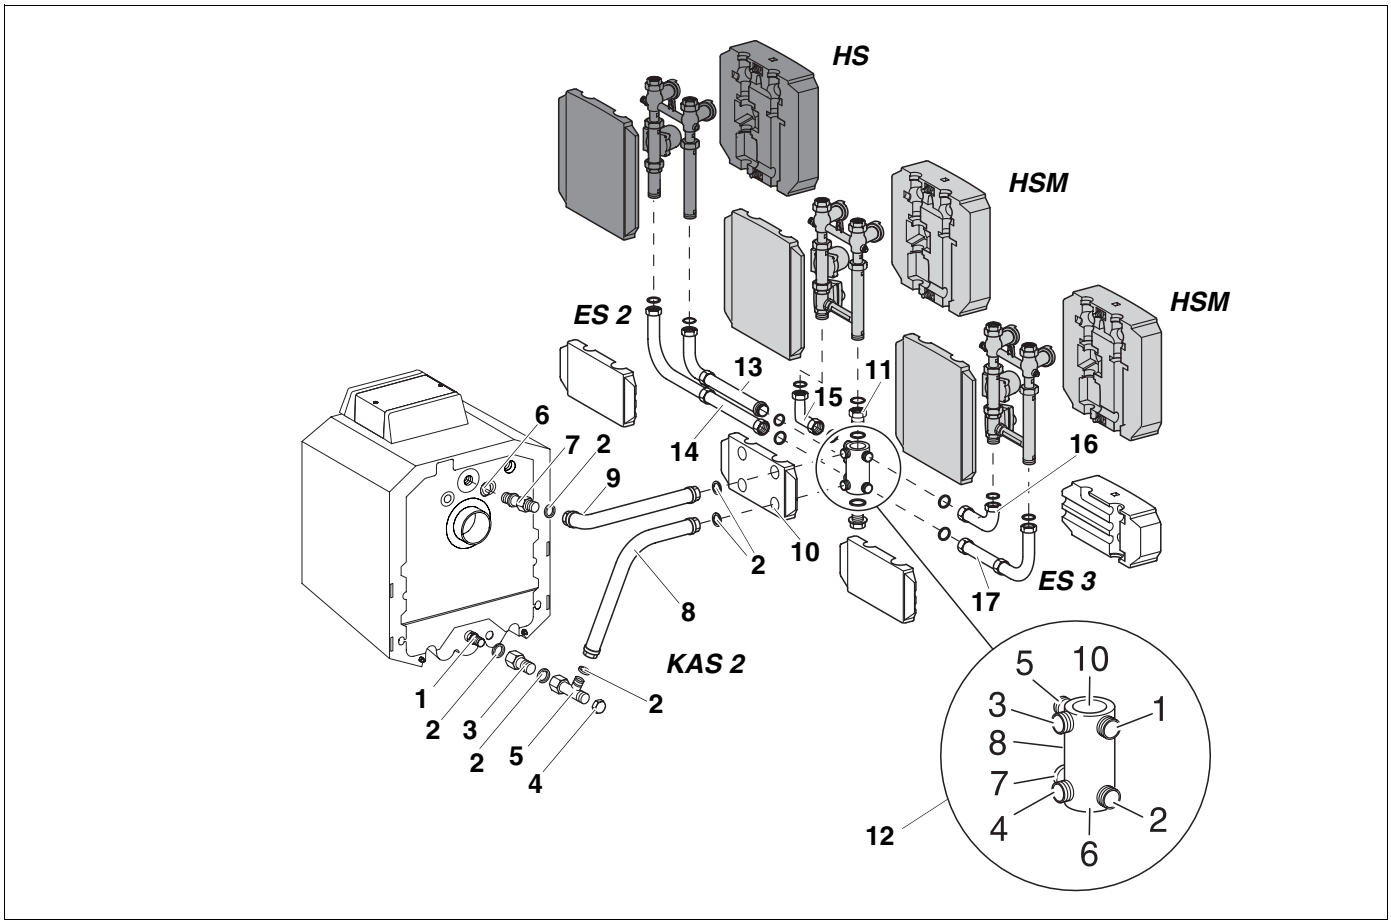

Afb. 10 Zijdelings parallel, links van de ketel
- Monteer de bocht met de dichting (lange been) (afb. 10).
- Monteer de bocht met de dichting (korte been) (afb. 10).
- Schroef de pompgroep met mengklep (HSM) of zonder mengklep (HS) conform afb. 10 vast.
- Schroef de pompgroep met (HSM) of zonder mengklep (HS) conform afb. 10 vast.